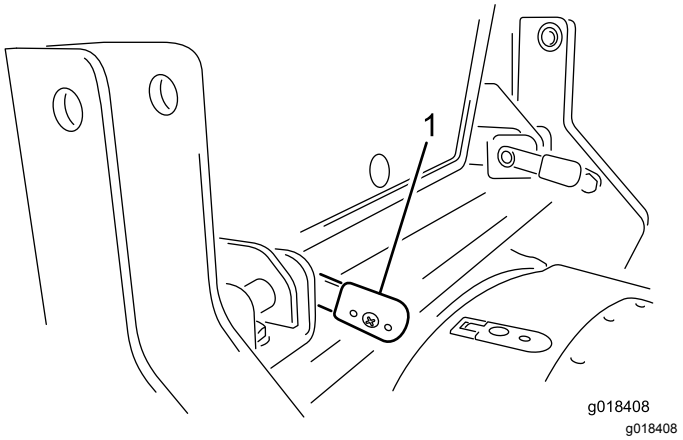

Figur 23
4. Når grebene er helt indsat, skal de drejes tilbage for at låse dem på plads (Figur 23).